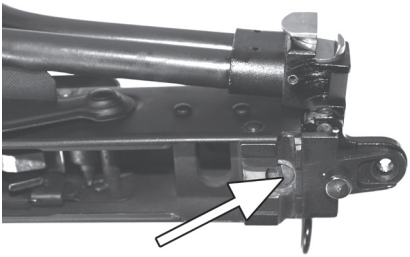

Rys. 83. Demontaż kolby składanej – kolejny etap
- Odchylić ramię kolby i odkręcić przy pomocy wkrętaka wkręt osady kolby przytrzymując jednocześnie kluczem nakrętkę osady kolby (rys. 83).